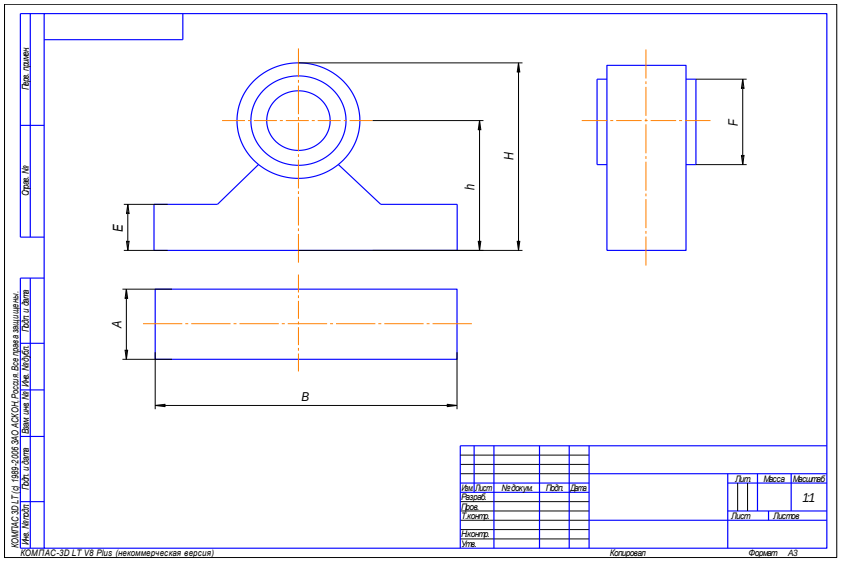

Рисунок 2.3 - Очерки основных элементов
- вычерчивают видимые очерки основных элементов детали на всех изображениях, соблюдая проекционную связь (рисунок 2.3);